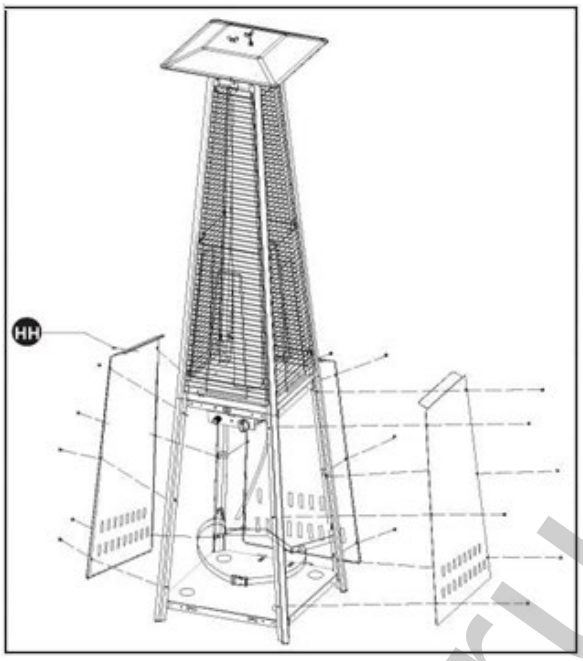

Рис. 13. Установка ручки на лицевую панель.
9. Прикрепите ручку (II) к передней панели (H) с помощью винта M4x8 (KK) и большой плоской шайбы (JJ), как показано на Рис.13. Предварительно проденьте винт через большую плоскую шайбу, затем через концевое звено фиксирующей цепи.